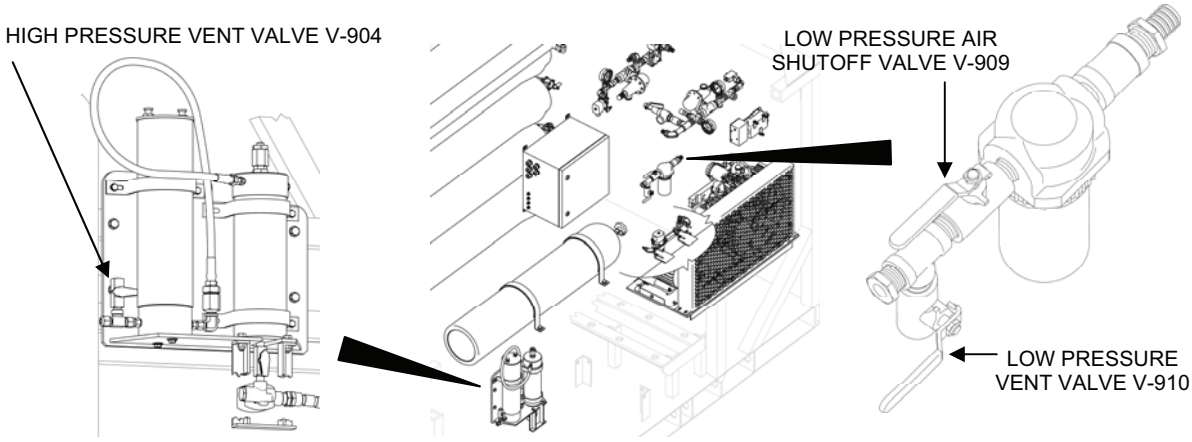

Figure 9. Vent Valves V-904 and V-910 and Shut-Off Valve V-909.
8. Open High Pressure Vent Valve V-904. Close when vented (Figure 9).
9. Open Low Pressure Vent Valve V-910. Close when vented (Figure 9).
10. Close Low Pressure Air Shutoff Valve V-909 (Figure 9).